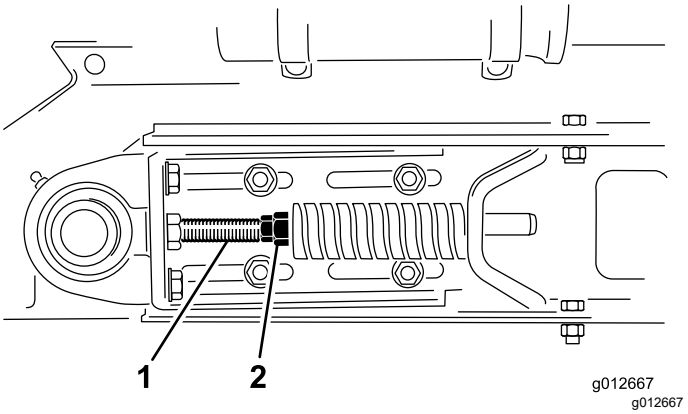

Figuur 30
1. Maak de voorste en achterste contramoeren op de spanstang los om de spanning van de veer te halen (Figuur 30).